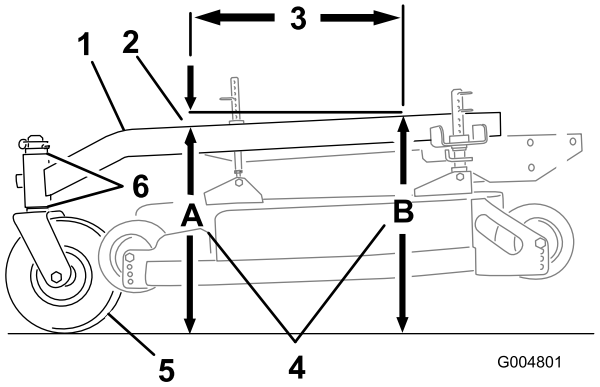

Figura 63
El bastidor de tiro debe tener una inclinación longitudinal de entre 3 mm (1/8 pulg.) y 9 mm (3/8 pulg.) a lo largo de 61 cm (24 pulg.) (Figura 63).
1. Mida 61 cm (24 pulg.) en el bastidor de tiro (Figura 63).
2. Mida la altura del bastidor de tiro en la posición **A** (Figura 63).
3. Mida la altura del bastidor de tiro en la posición **B** (Figura 63).
4. La altura en la posición **A** debe ser de 6-10 mm (1/4-3/8 pulg) menor que la de la posición **B** (Figura 63).
5. Si la inclinación del bastidor de tiro no es la correcta, mueva los espaciadores de las ruedas giratorias para obtener una inclinación de 6-10 mm (1/4-3/8 pulg) (Figura 63). Mueva espaciadores desde arriba o desde abajo para obtener la inclinación correcta.